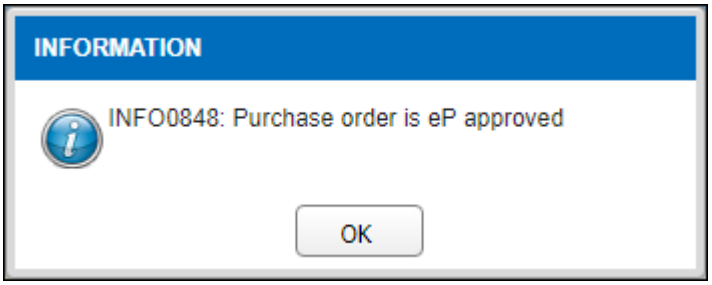

Figure 3.14.2-15 Alert Message
- *Click on the* OK *button to updated data as shown in Figure 3.14.2-16.*